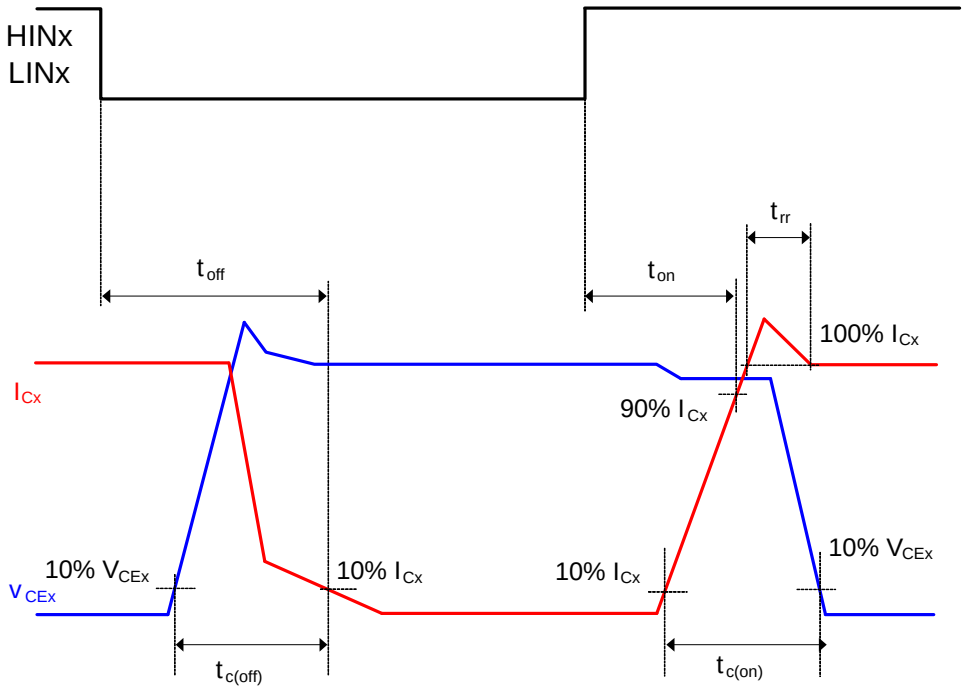

Figure 3. Switching Time
3. t_{ON} and t_{OFF} include the propagation delay of the internal drive IC. $t_{C(ON)}$ and $t_{C(OFF)}$ are the switching times of IGBT under the given gate−driving condition internally. For the detailed information, please see Figure 3.